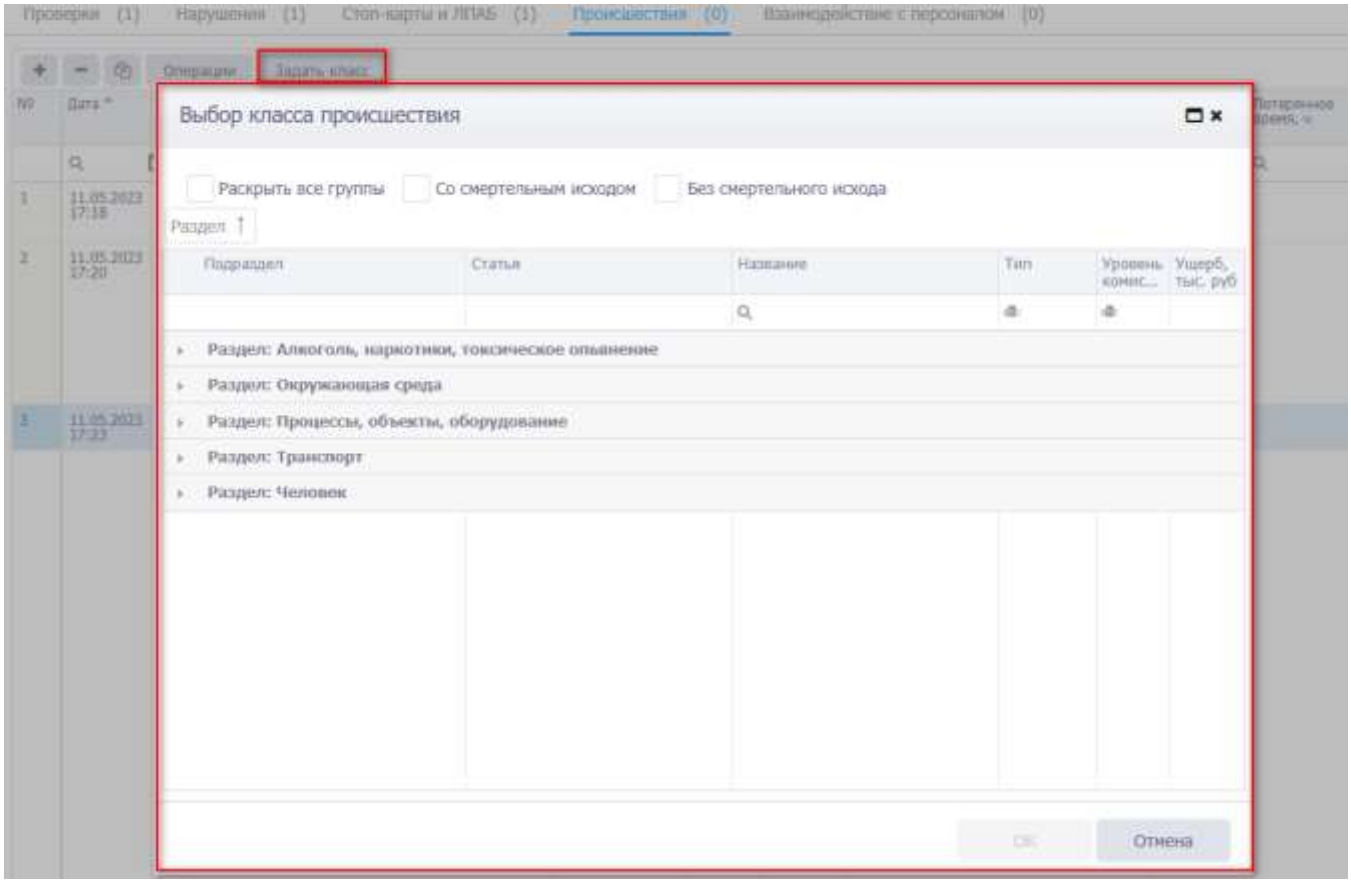

Рис. 3.255
- Вид происшествия / тип / уровень комиссии / ущерб – поля заполняются автоматичеки после выбора класса происшествия, открывающегося после нажатия кнопки Задать класс (рис. 3.255). Таккже открыть окно «Выбрать класс происшествия» можно с помощью двойного нажатия левой кнопкой мыши в поле «Вид происшествия». В окне «Выбор класса происшествия» нужно раскрыть группу происшествий и выбрать класс происшествия(рис. 3.256). По нажатию на кнопку ОК в полях отображается выбранная информация (рис. 3.257).